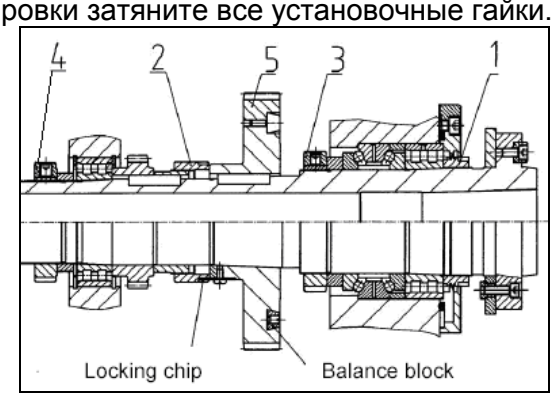

Рис.18
Ослабьте установочную гайку (1, Рис.18), снимите стопорную шайбу ослабьте установочную гайку (2).